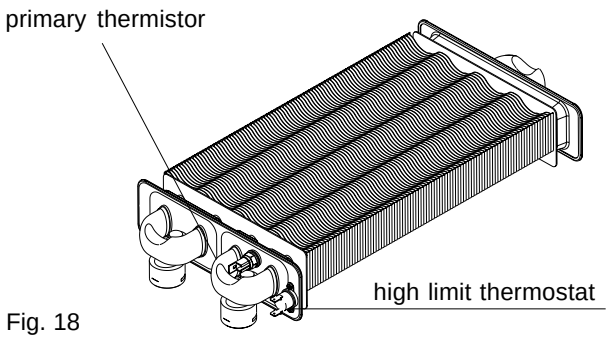

Fig. 18
6.13 HIGH LIMIT THERMOSTAT fig. 18